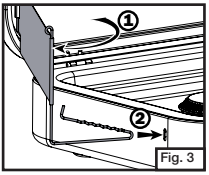

Fig. 3
- Positionnez les pare-vent au besoin. (Fig. 3)